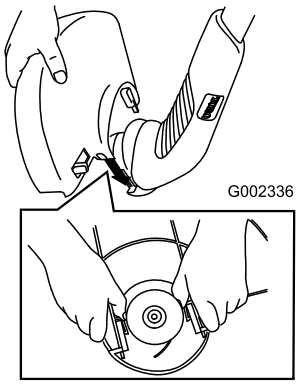

Bild 2
3. Installieren Sie die Führung (siehe Bild 2). Lassen Sie es an beiden Seiten des Rasentrimmers einrasten.